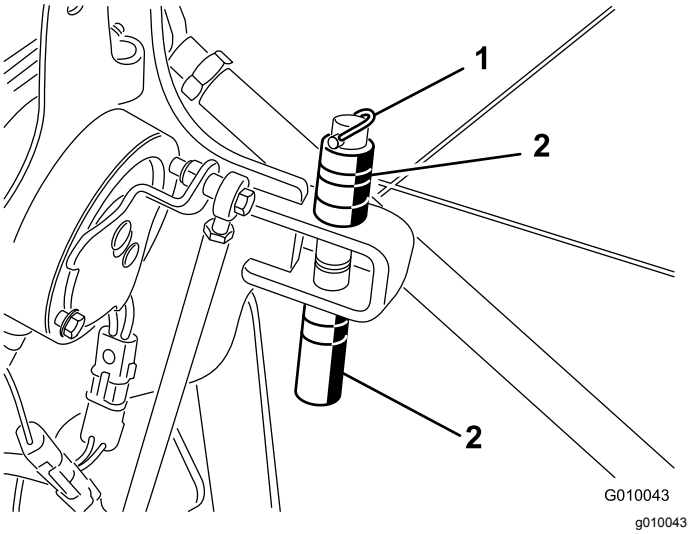

Figur 29
2. Fjern ringstiften som holder avstandsstykkene og dybdestiftene (Figur 29).